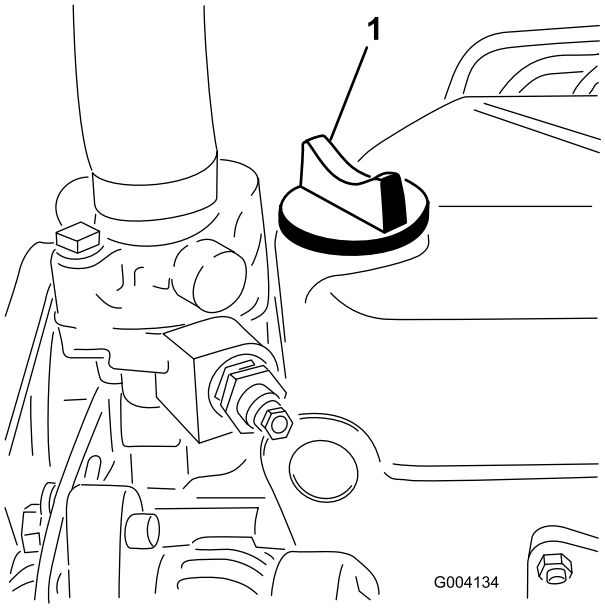

Figuur 28
5. Als het oliepeil beneden de Vol-markering staat, verwijdert u de vuldop (Figuur 28) en vult u bij met olie totdat het oliepeil de Vol-markering op de peilstok bereikt.